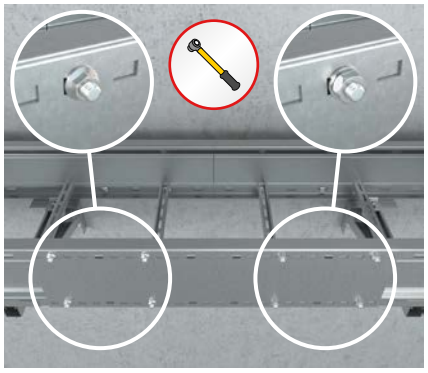

Fig. 3: Bolted connections
7. In applications with large temperature fluctuations, one fixed bearing and one sliding bearing must be provided at each joint connection (see Fig. 3).
9. Threaded ends must be avoided within the cable routing area (see Fig. 3). Risk of cable damage.